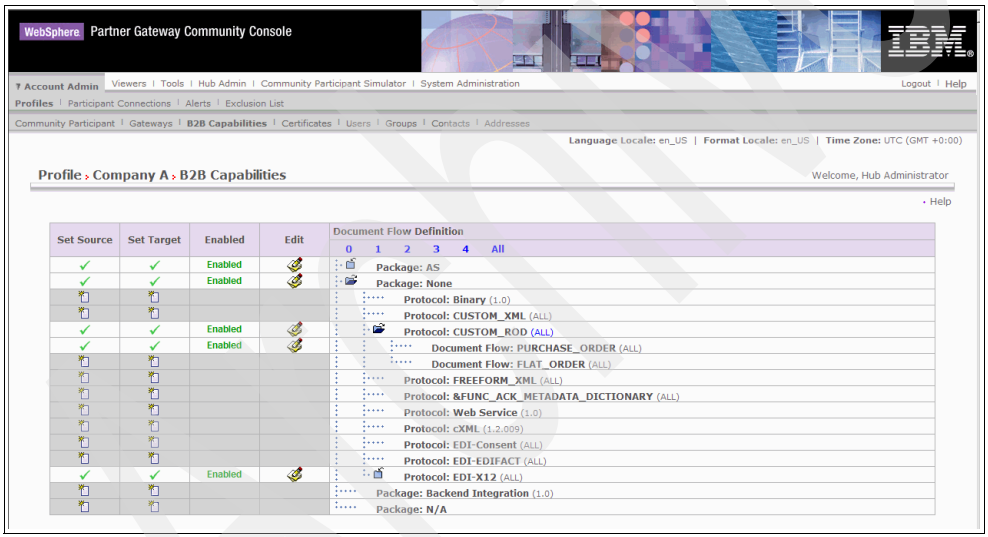

Figure 16-31 B2B capabilities of Company A
4. Click **Search**. From the list of participants, click the **magnifying glass** icon next to **Company A**. This opens Company A's profile. Click **B2B capabilities**, which opens a window as shown in Figure 16-31.